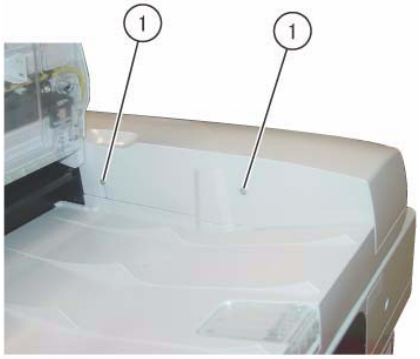

Figure 2 Remove the screws
4. Remove the screws that secure the DADF Rear Cover. (Figure 2)